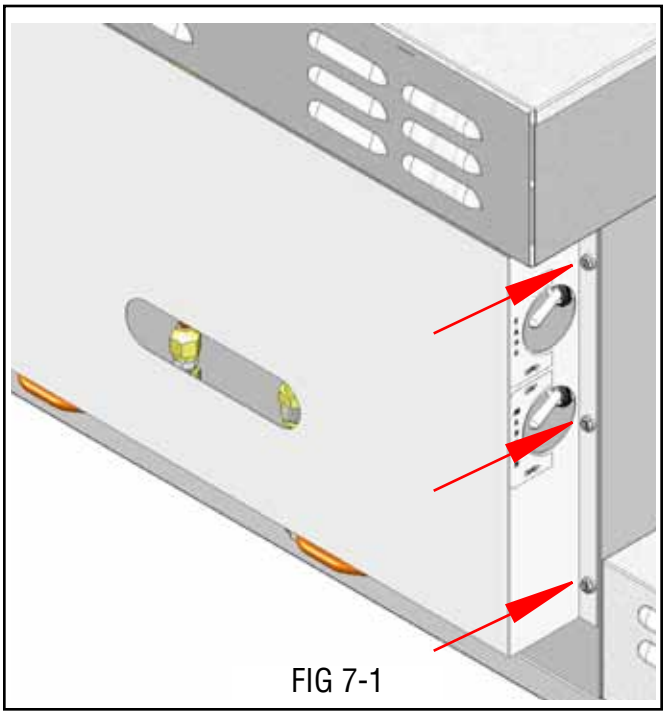

FIG 7-1
1. Remove six screws securing rear utility cover (if equipped). FIG 7-1